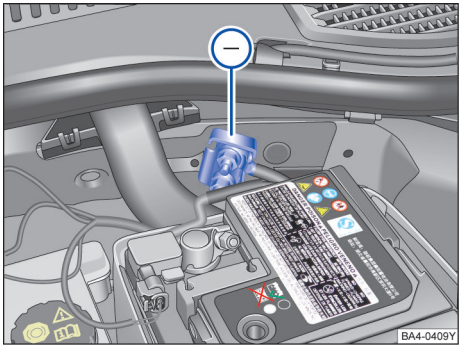

图 191 用于充电器负极连接的接地点
– 将黑色电缆的另一端 Ⓧ 连接到亏电蓄电池汽车发动机缸体上的螺栓连接金属部件上或发动机舱内的连接点上→图 191，连接点必须尽可能远离亏电蓄电池Ⓐ。
在利用外接电源对车辆蓄电池充电时，请勿将充电器的负极接在蓄电池的负极上，必须连接到发动机壳体上或发动机机舱内的接地点处→ 图 191。